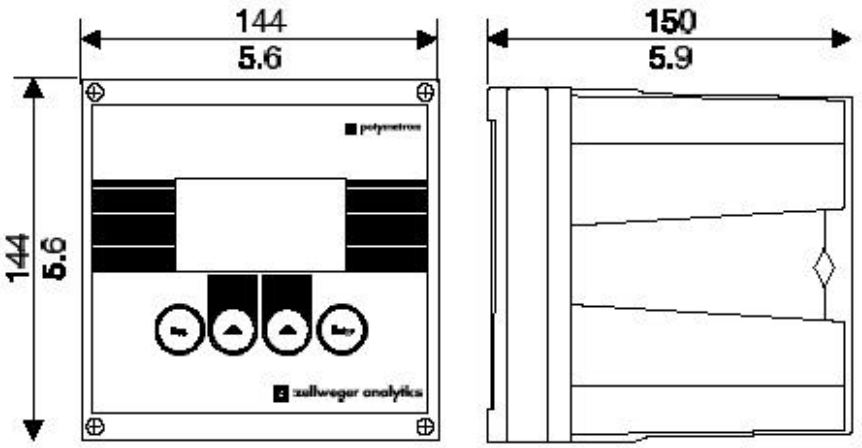

图1 TxPro-2变送器尺寸图
- 为变送器的开启和维护保留出足够的空间，具体尺寸如图1所示；